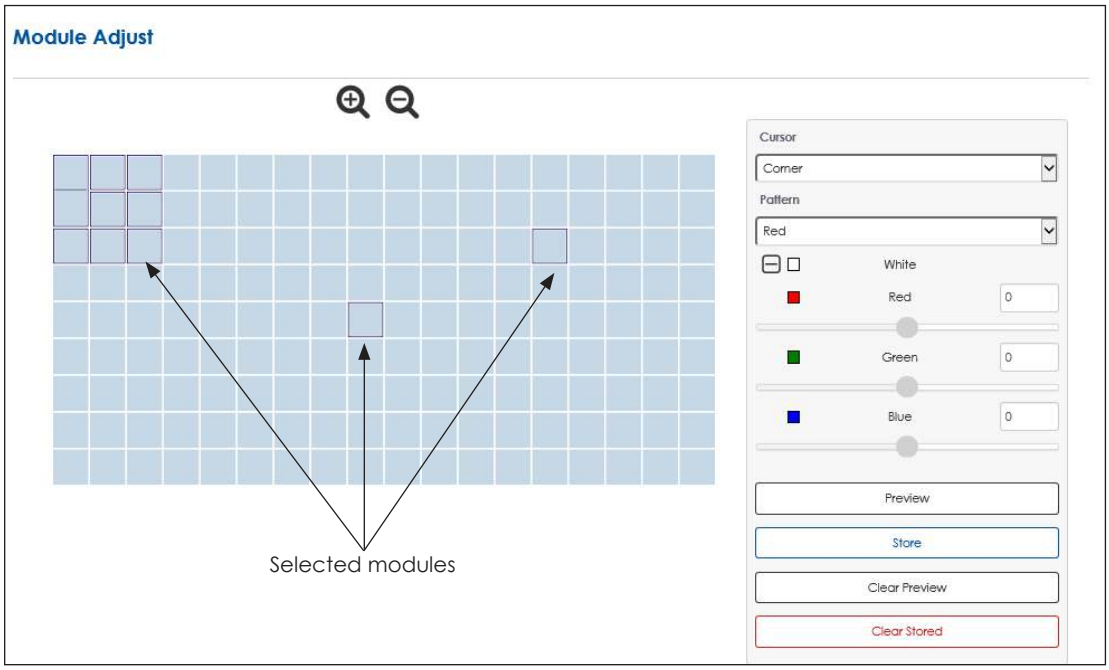

Figure 92: *Module Adjustment*
2. Click **Start** again to open the **Module Adjust** tool. A graphic representation of the display modules opens with adjustment tools along the right side. Refer to **Figure 92**.